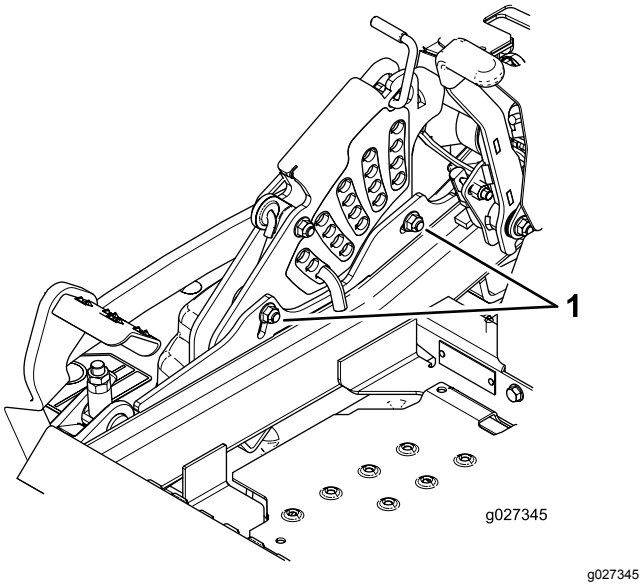

Figuur 109
11. Om het enkelpuntssysteem af te stellen, moet u de 2 bouten onderaan de maaihoogteplaat losdraaien (Figuur 109).
13. Draai de 2 bouten aan de onderzijde van de maaihoogteplaat vast (Figuur 109).